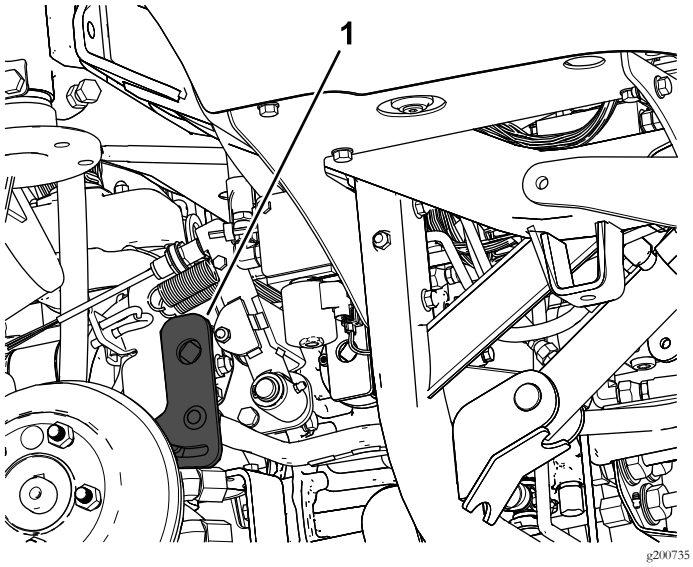

Figura 4
1. Individuate e rimuovete il braccio della leva della trazione (Figura 4).